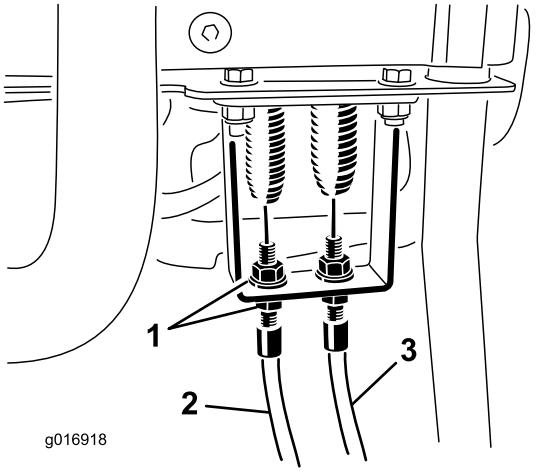
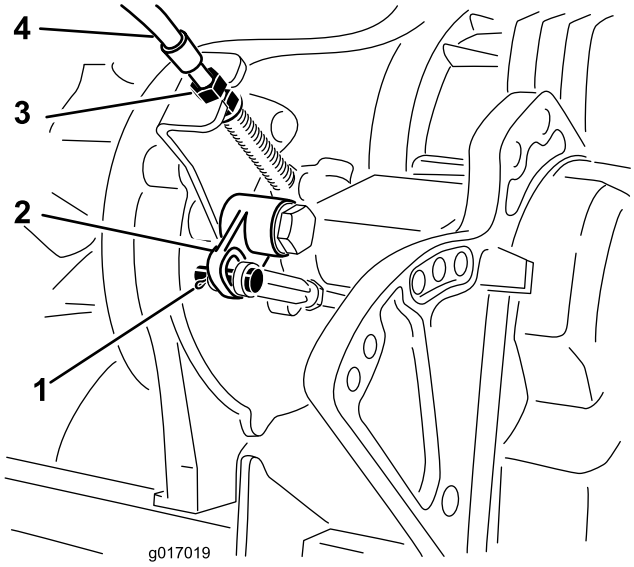

Figur 45
Figur 46
2. Kontroller, om der er slæk i traktionskontrolkablet ved forlængerfjederen (Figur 45). Juster kontramøtrikkerne ved kantpladen (Figur 46), hvis der er slæk, for at fjerne slækket uden at forlænge fjederen.
4. Fjern låseclipsen og gaffelbolten, der fastgør vinkelarmens gaffel til vinkelvægtstangsarmen. Kobl gaflen af vinkelvægtstangsarmen (Figur 46).
7. Juster kablernes kontramøtrikker ved transmissionens kantplade (Figur 46) for at mindske afstanden til vinkelarmen som tilpasning efter forrige ændring.
8. Som justering af kablet ved kontrolpanelets kantplade justeres kablernes kontramøtrikker for at fjerne ethvert slæk i kablet uden at forlænge fjederen (Figur 45).
3. Løsn kontrolkablet til knivcylinderen ved kontrolhåndtagets kantplade, indtil der er slæk i kablet (Figur 45).